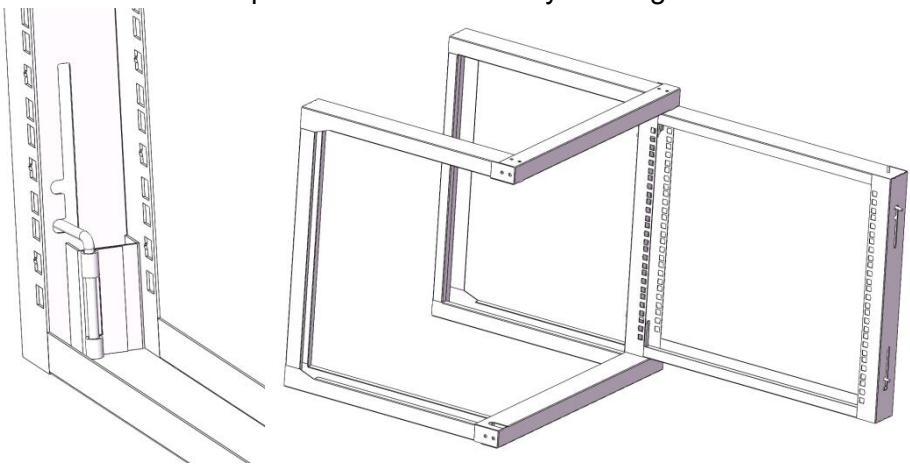

Figure 4
4. Put the Door Set(3) on the frame showed position,then lock the right side of door set(3)'s 2pcs door latches on the Rack one by one,make sure the door can be open and close smoothly.See Figure 4